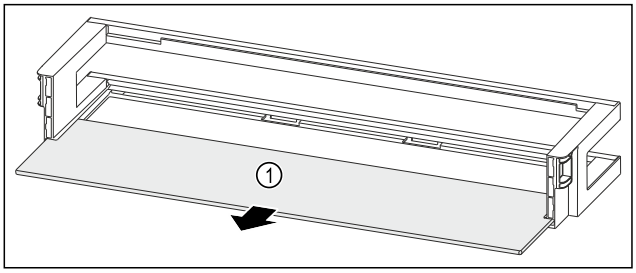

Fig. 147 Ajtópolc tárolólappal
▶ Vegye ki a tárolólapot *Fig. 147 (1)*.